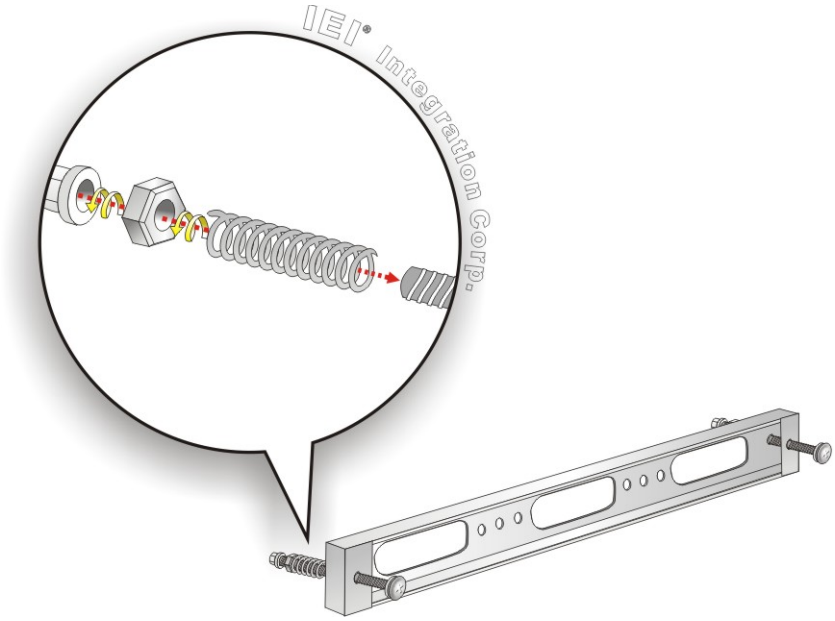

Figure 3-17: Panel Mounting Kit Installation
Step 4: Insert a M5*50 screw into the screw hole on the side of the panel mounting bracket. Then, install the following components onto the screw in sequence. See **Figure 3-17**.